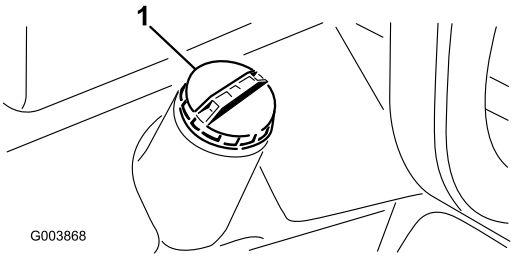

Figur 26
1. Ta bort tanklocket (Figur 26).